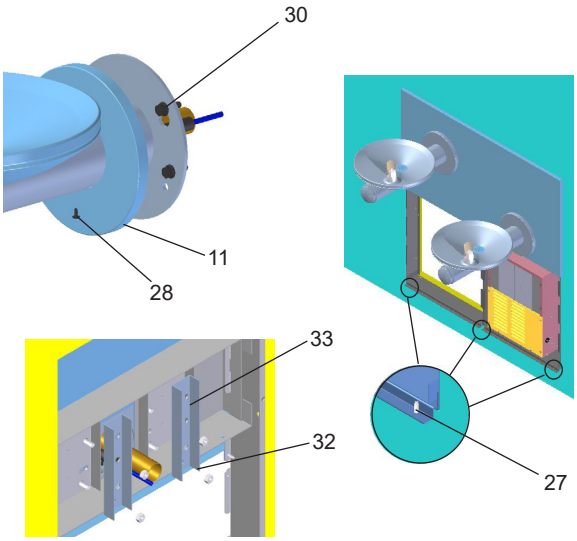
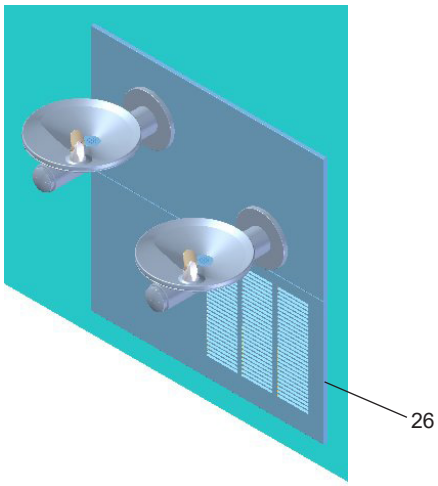

Figure 5 - Fountain Installation
Figure 6 - Lower Panel Installation
6. **Install** the fountain. Remove the screw (Item 28) from cover plate (Item 12) and slide cover plate toward basin. Mount the fountain to the upper panel and frame with (4) 5/16" x 1" (25mm) long bolts (Item 30), bracket (Item 33) and nuts (Item 32) provided. Tighten securely. **Brackets (Item 33) must be installed as shown to properly support fountain.** (See Fig. 5)
15. **Mount lower panel.** Loosen the three (3) #10-24 x 5/8" (16mm) screws (Item 27 - Figure 5) at frame bottom lip. Slide upper tongue of lower panel (Item 26 - Figure 6) under lower edge of already installed upper panel. Tighten previously loosened screws securely. (See Figure 6)